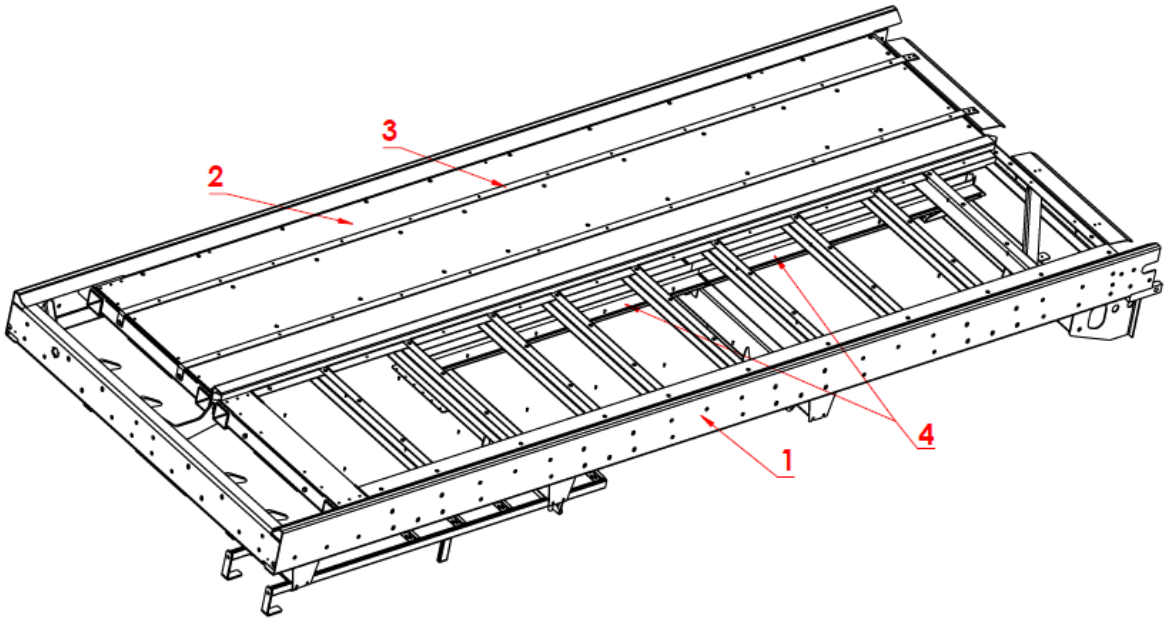
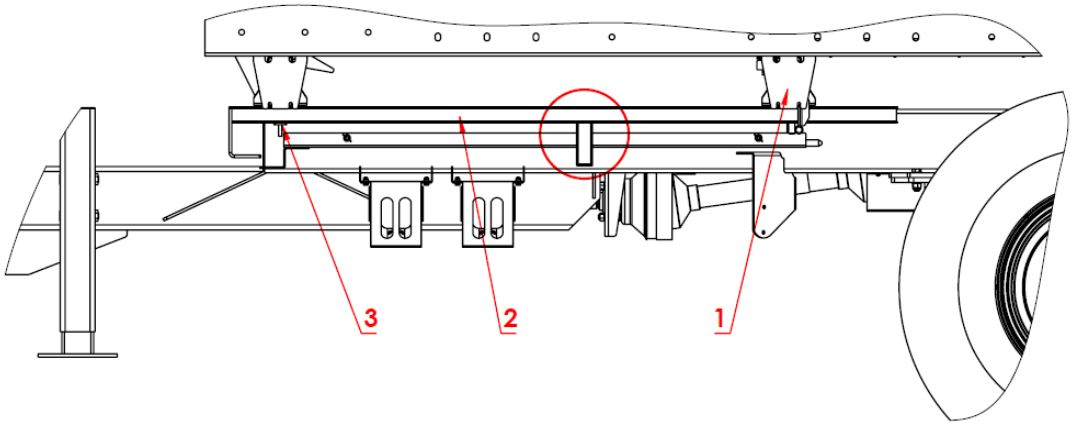

Rysunek 4.3. Rama górna rozrzutnika
Rysunek 4.4. Drabina w pozycji transportowej
Rama górna (rys. 4.3, poz. 1) przykręcana do ramy dolnej składa się z podłużnic oraz poprzeczek. Na ramie górnej przymocowany jest za pomocą śrub oraz nitów płat podłogi (2) z blachy o grubości 3mm oraz wymienne ślizgacze (3) listew przenośnika podłogowego. Pomiędzy płatami podłogi znajduje się profil zapobiegający rozchodzeniu się łańcuchów. Pod ramą nad kołami znajdują się wymienne przykręcane ślizgacze (4) zapewniające odpowiednie prowadzenie łańcucha. Zastosowane w nich drewno sprzyja zmniejszeniu hałasu towarzyszącego przesuwaniu się łańcucha po nich. Do ramy mocowana jest drabina (rys. 4.4, poz. 2), która po odkręceniu zawieszenia (rys. 4.4, poz.3) może być wyciągnięta i zaczepiona o ran boczny skrzyni w celu skontrolowania jej wnętrza.
UWAGA!	UWAGA! Zwracać uwagę, by drabinę mocować w pozycji pokazanej na rys. 4.4. Zaznaczony wspornik i inne odstające części powinny być skierowane w dół (w kierunku gruntu)